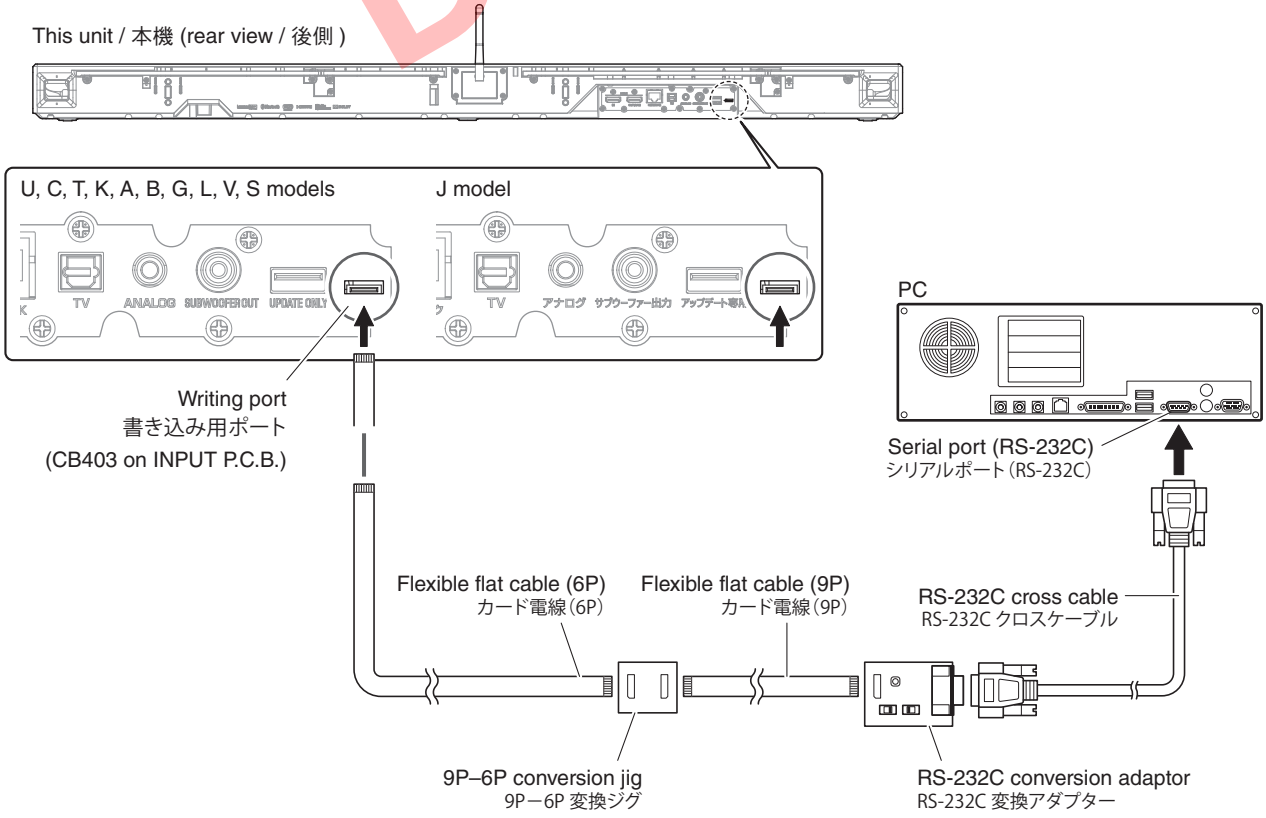

Fig. 2
• Connect the serial port (RS-232C) of the PC to the writing port (CB403 on INPUT P.C.B.) of this unit as shown below. (Fig. 2)
・ 本機の書き込み用ポート（INPUT P.C.B. の CB403）と PC のシリアルポート（RS-232C）を下記のように接続します。(Fig. 2)